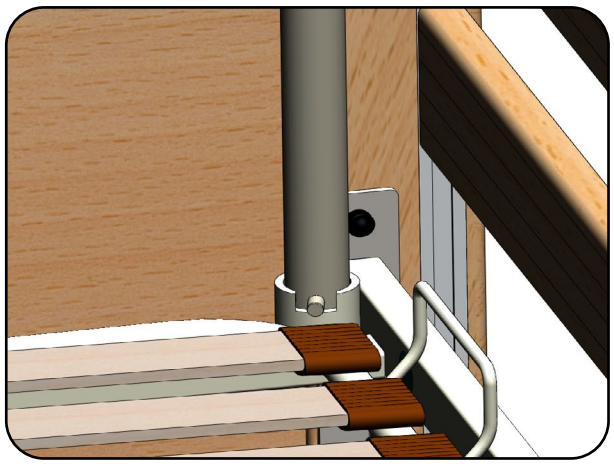

Abb. 6.5.01 – kopfseitige Aufnahme für Aufrichter
2. Stecken Sie den Aufrichter wahlweise links oder rechts in eine der kopfseitigen Aufnahmen ein (Abb. 6.5.01). Achten Sie darauf, dass der Bolzen des Aufrichters vollständig in der Ausklinkung der Aufrichteraufnahme steckt.